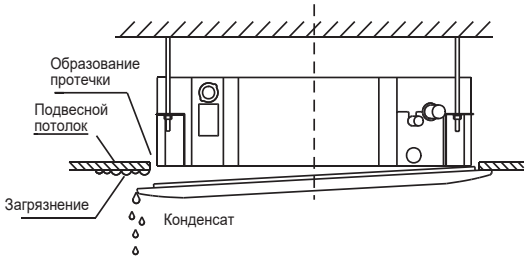

Рис. 2.10
- Некорректная затяжка крепежа может привести к протечке конденсата (рис. 2.10).